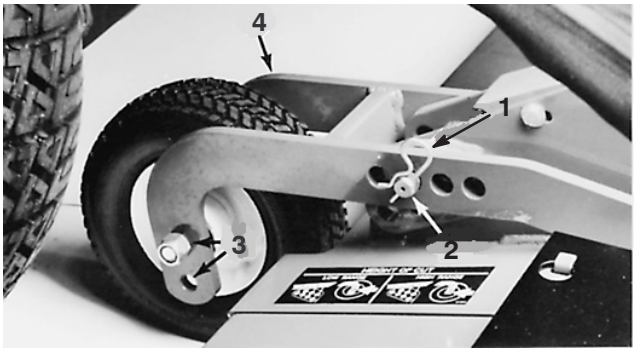

Figure 13
3. On the front cutting unit, remove the hairpin cotter and clevis pins from the rear castor pivot arms (Fig. 13). Align the pivot arm holes with selected height–of–cut bracket holes in the deck frames, insert clevis pins and install the hairpin cotters (Fig. 13).